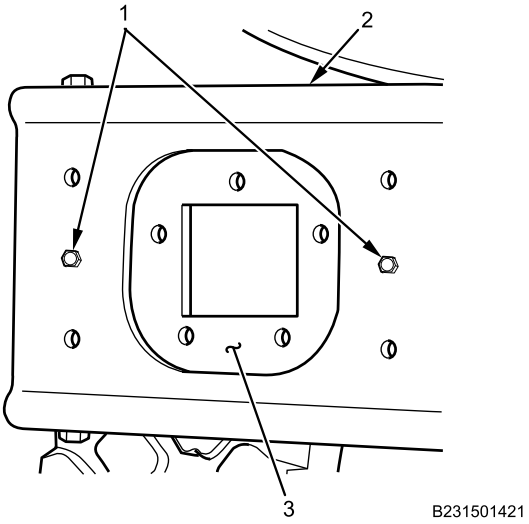

Figure 11. Right Front Turn Signal and Parking Light Panel Mount.
6. Install turn signal and parking light panel mounts (Figure 11, Item 3) on bumper (Figure 11, Item 2) with four bolts (Figure 11, Item 1) and nuts. Tighten nuts and bolts securely.